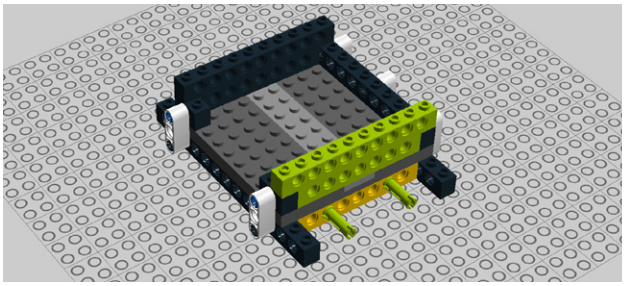

Figure 5-18. *Step 11: Duplicating the design on the other side*
11. That was so fun, let's do it on the other side as well! It should look like Figure 5-18.